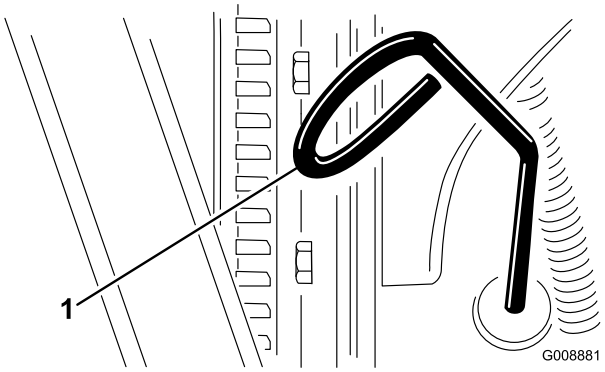

Figur 20
2. Fjern målepinden (Figur 20), og aftør den med en ren klud.